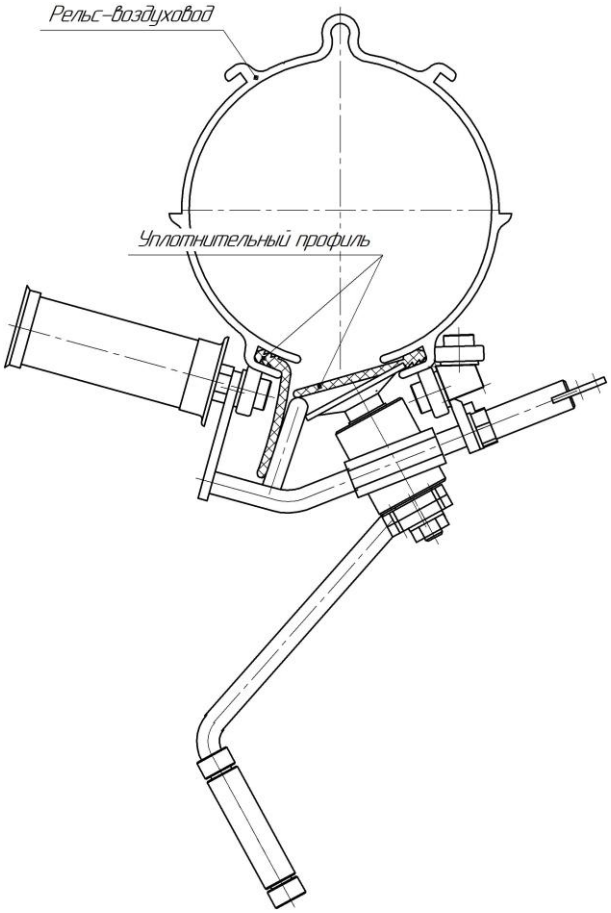

Рисунок 4
5.7 Штырь, приваренный на направляющей рамы, облегчает запрессовку второго уплотнения, отгибая в сторону уже запрессованное уплотнение (рисунок 4).